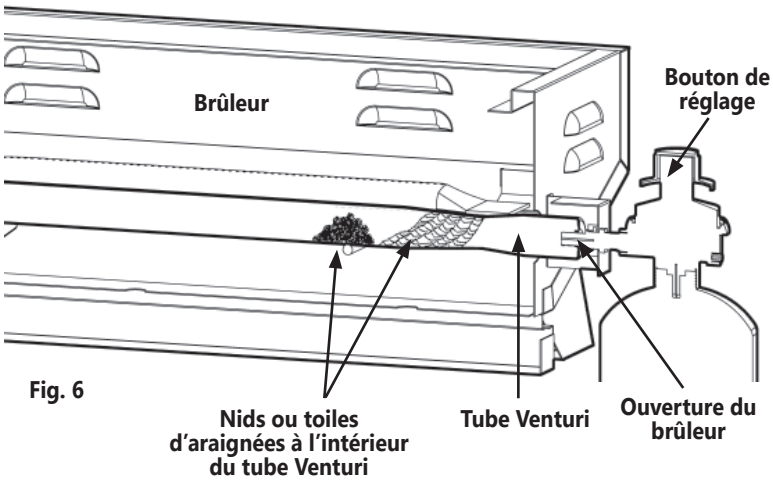

Fig. 6
- Inspectez et nettoyez régulièrement le brûleur et le tube Venturi pour enlever les insectes ou les nids d'insectes, surtout après une période d'entreposage prolongée. Les araignées ou de petits insectes peuvent faire des toiles, construire des nids et pondre des œufs dans le tube Venturi du brûleur, obstruant ainsi le débit de gaz vers le brûleur. (Fig. 6) Le gaz bloqué peut s'allumer et causer un incendie. C'est ce qu'on appelle « retour de flamme ».